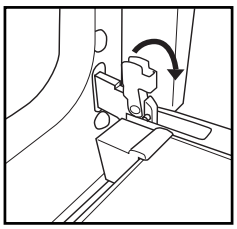

Рис. 1
2. Поднимите фиксаторы и сдвиньте их вперед до упора (Рис. 1).